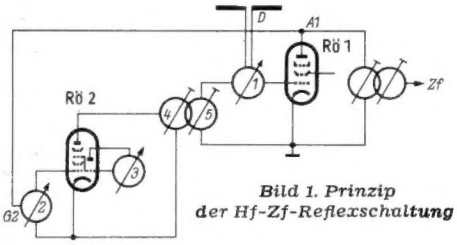

Bild 1. Prinzip der Hf-Zf-Reflexschaltung
1. **Hf-Zf-Reflexschaltungen.** Hier wird nach **Bild 1** die Röhre Rö 1 gleichzeitig zur UKW-Vorverstärkung und zur Zf-Verstärkung herangezogen. Die Antenne D wird an den UKW-Eingangskreis 1 angekoppelt. Die Röhre Rö 1
In einer Schaltung nach **Bild 1** besteht zunächst die Gefahr, daß von der Anode der Röhre Rö 1 Zf - Spannung über den Reflexkanal A 1 G 2 an das Gitter der Röhre Rö 2 gebracht wird. Da das Bandfilter 4/5 im Anodenkreis von Rö 2 ebenfalls auf die Zwischenfrequenz abgestimmt ist, kann eine Selbsterregung der beiden Röhren Rö 1 und Rö 2 auf der Zwischenfrequenz verursacht werden. Jedoch ist es verhältnismäßig leicht, den Reflexkanal von der Zwischenfrequenz so gut zu säubern, daß eine solche Selbsterregung mit Sicherheit vermieden wird.